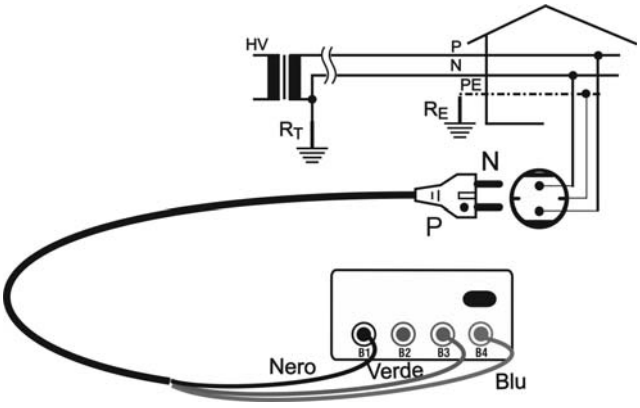
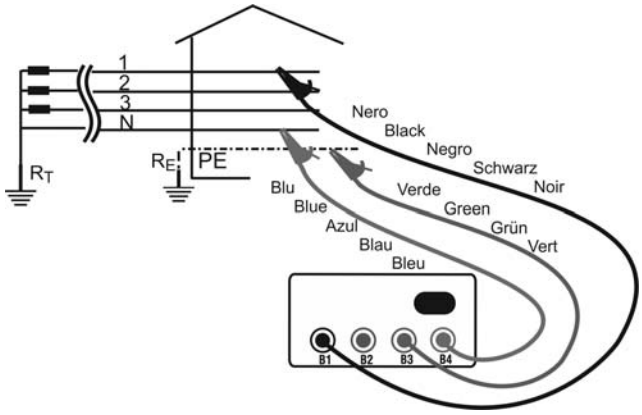
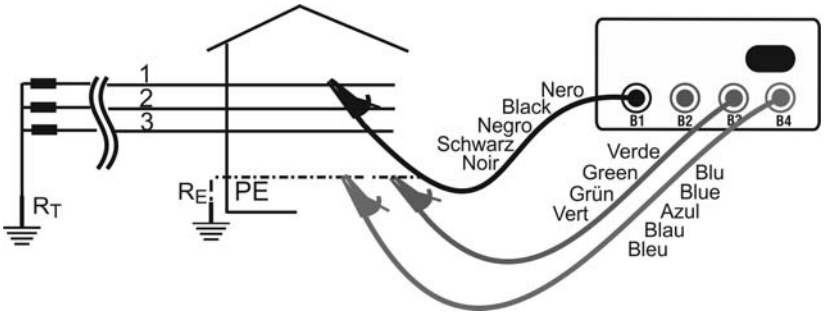

Fig. 10: Collegamento per Impedenza P-PE sistema Monofase/Bifase 230V
Fig. 11: Collegamento per Impedenza P-PE sistema Trifase 400V + N
Fig. 12: Collegamento per Impedenza P-PE sistema Trifase 230V o 400V senza N
2. Inserire i 3 connettori Nero, Verde e Blu del cavo shuko o dei cavi sciolti nei corrispondenti terminali di ingresso dello strumento **B1**, **B3**, **B4** (vedere Fig. 10, Fig. 11, Fig. 12). Nel caso di utilizzo dei cavi separati inserire all'estremità dei cavi rimasta libera i coccodrilli
3. Inserire la spina Shuko in una presa 230V 50Hz o i coccodrilli sui conduttori del sistema trifase (vedere Fig. 10, Fig. 11, Fig. 12)